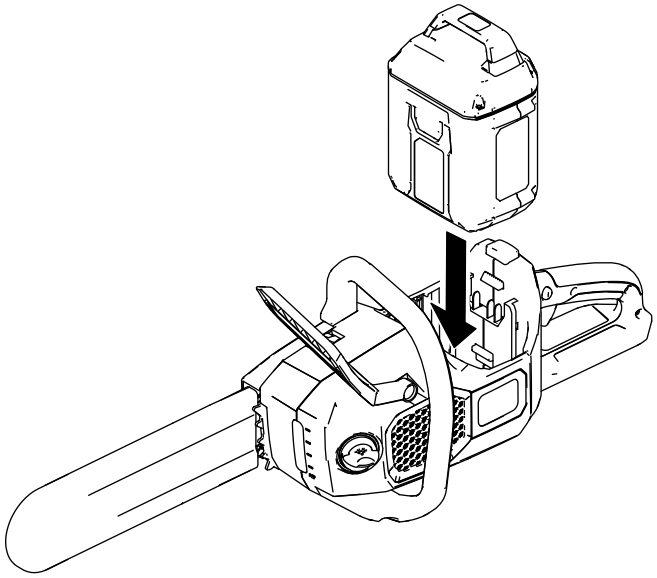

Rysunek 22
2. Ustaw wypustkę na akumulatorze równo z wgłębieniem w pile łańcuchowej (Rysunek 22).